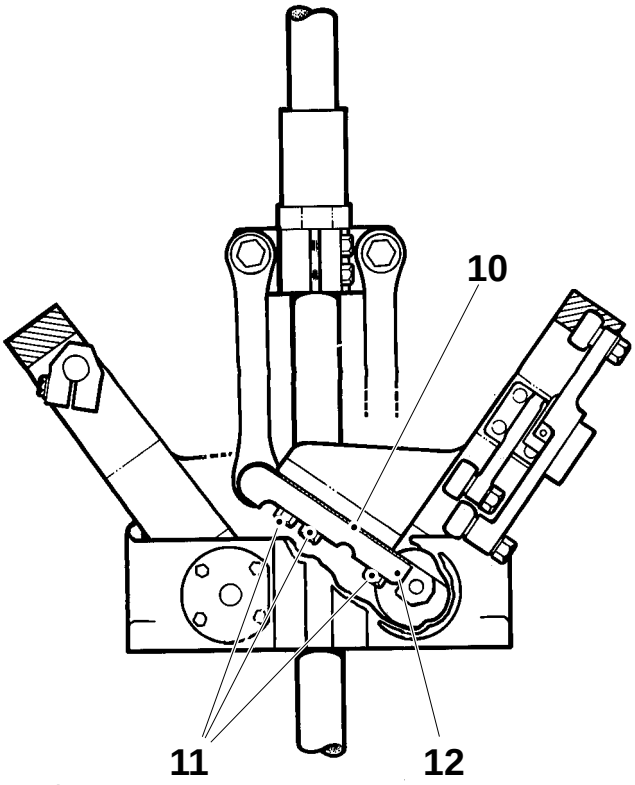

Fig. 4
h) Set gap C by means of shimming (8). The shims may be put in position after the screws (11) and bracket (12) have been removed, see fig. 4. (Altering the shim thickness by 0.1 mm, changes gap C by approx 0.15 mm.)